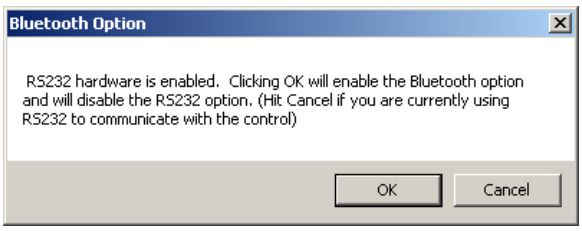

Figure 4-35 Bluetooth Hardware Option Dialog Screen
- If the Bluetooth option is disabled in the control, TapTalk will display the Bluetooth Hardware option dialog screen (Figure 4-35).
2. If the Bluetooth Hardware option dialog screen (Figure 4-35) is displayed, proceed as follows: